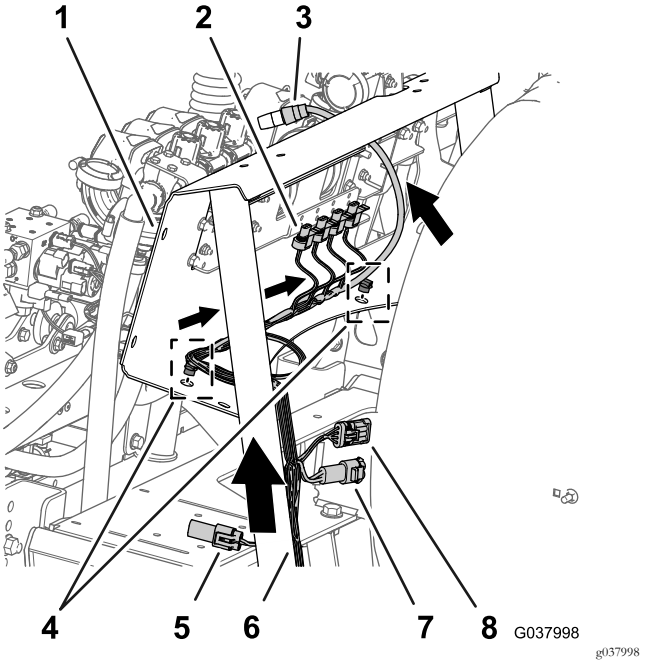

Figura 112
1. Enrute la rama de 76 cm del arnés de cables por dentro de la pata del panel de montaje de las válvulas y hacia atrás, hacia las válvulas de sección de los brazos y la válvula de agitación, según se muestra en Figura 112.
2. Introduzca las grapas de la rama de 76 cm del arnés de cables en los orificios de la pestaña inferior del soporte del distribuidor (Figura 112).